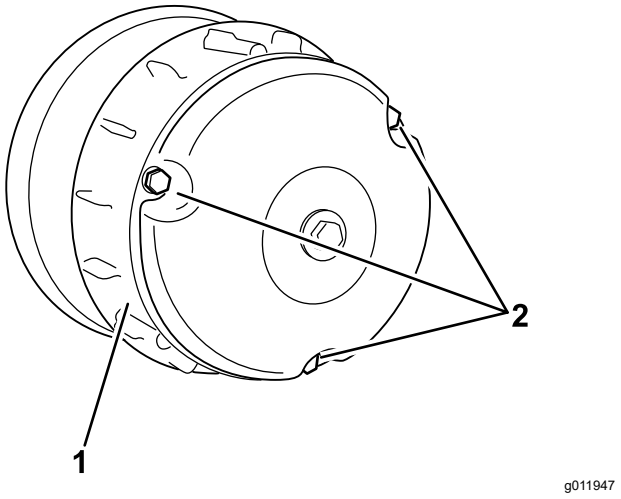

Figur 66
2. Lossa de tre skruvarna som fäster kåpan på kopplingen och ta bort kåpan (Figur 66).
4. Montera kopplingskåpan och fäst den med de tre skruvarna (Figur 66) som avlägsnades i 2.